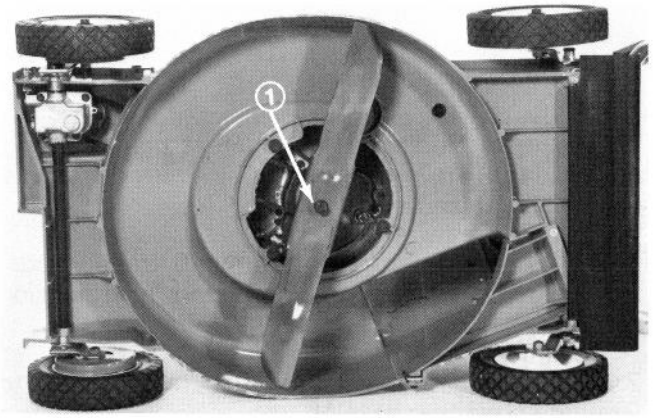

Figure 36
4. Grasp end of blade using a rag or thickly padded glove. Remove blade bolt, lockwasher and blade (Fig. 36).